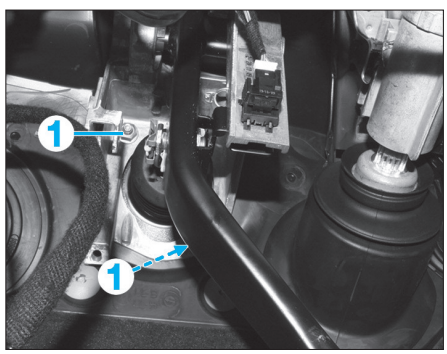

Fig. 32
• Déposer les écrous (1) **(Fig.32)**.